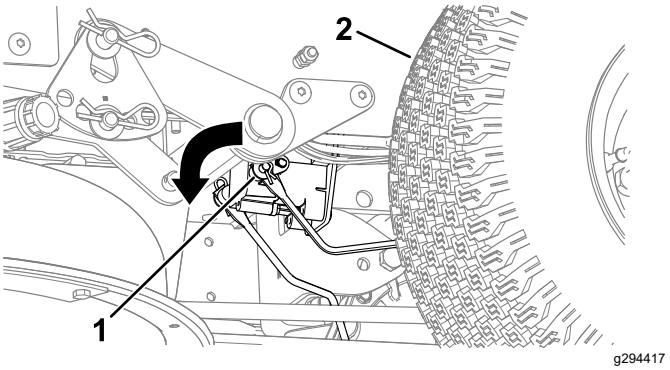

Figur 54
3. Leta rätt på elbromsens axel där bromsens länkarmar har anslutits (Figur 54).